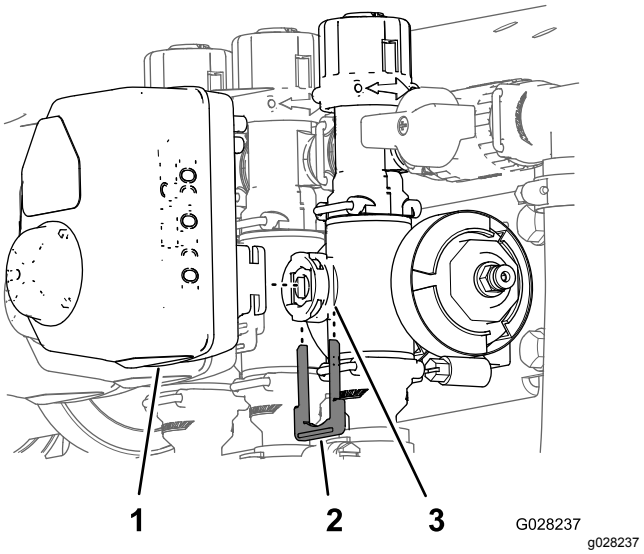

Figur 61
3. Fjern den holder, der fastgør aktuatoren til manifoldventilen til hastighedsregulering, omrøring, hovedbommen eller bommens hovedventil (Figur 61).